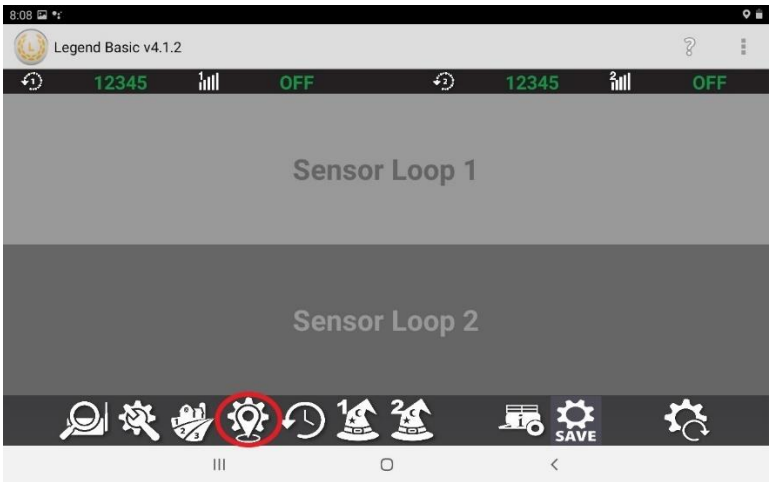

Figure 1.5
10. Enter the GPS setup screen by tapping on the icon as in figure 1.5.